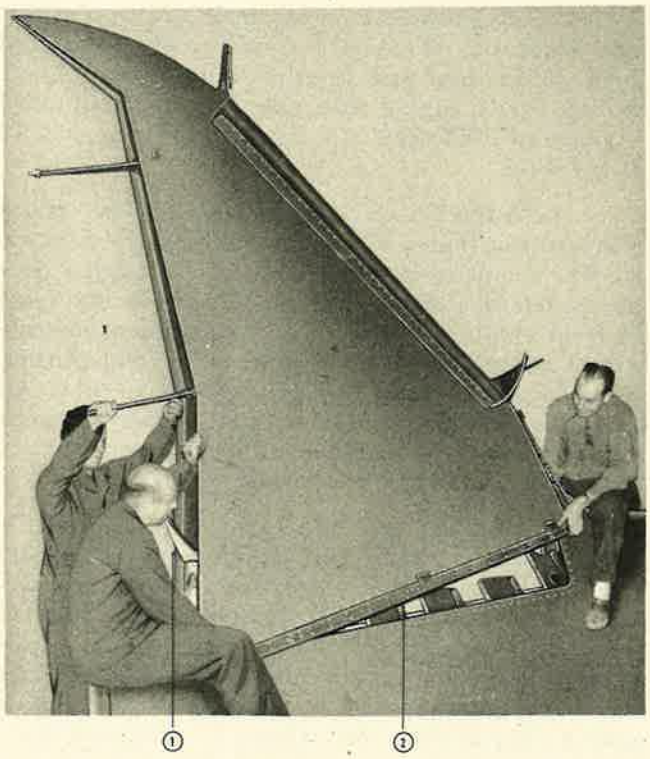

Figure 122—Installation of Vertical Stabilizers
(g) Tilt the stabilizer aft (figure 122) and lift it from the fuselage.
(1) HORIZONTAL STABILIZER.—Reverse the removal procedure.
(2) VERTICAL STABILIZER.—Reverse the removal procedure, mounting the forward end first as shown in figure 122, and then pressing the aft end into place. Strips of metal used as "shoehorns" will be helpful when fitting the stabilizer skin over the fuselage skin. In factory installation, a special jig (figure 122) is used to obtain the "shoehorn" effect. It also will be helpful to attach one screw in the forward end of the splice to serve as a fulcrum and guide when the aft part of the stabilizer is being lowered into place. The attachment screws should be set in litharge and glycerin to insure a firm grip on the nut plates.